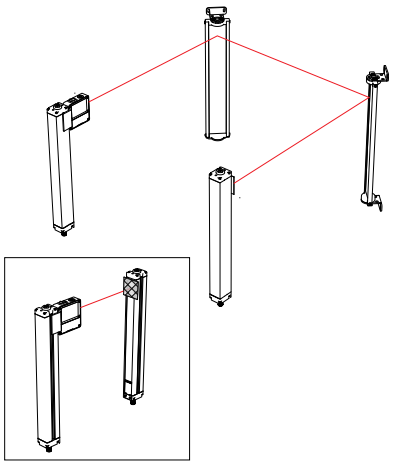

*Abbildung 10. Optische Ausrichtung mit dem LAT-1-SGS*
**Anmerkung:** Ein LAT-1-SGS Laserausrichtwerkzeug ist sehr hilfreich, weil es einen sichtbaren roten Punkt entlang der optischen Achse erzeugt. Weitere Informationen hierzu finden Sie unter Abbildung 10 auf Seite 28 und im Banner-Hinweis für Sicherheitsanwendungen SA104 (Ident-Nr. 57477).